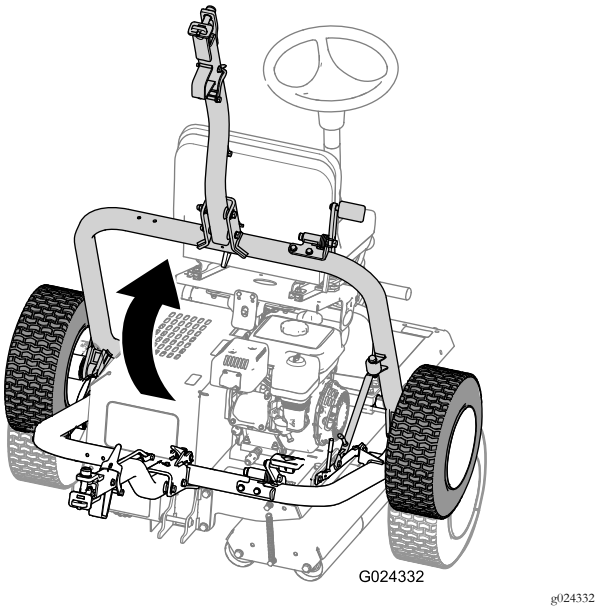

Figuur 29
D. Breng de trekhaak omhoog (Figuur 29) totdat de vergrendelingshendel in de pal klikt (Figuur 25).